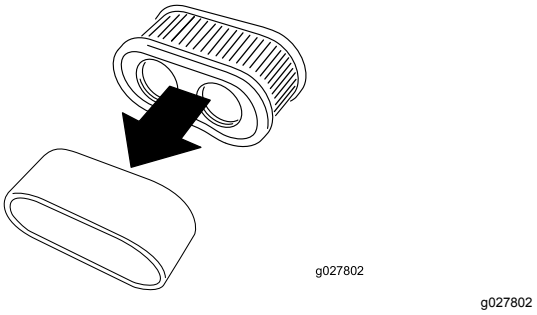

Figur 36
5. Skil skum- og papirindsatserne ad (Figur 36).